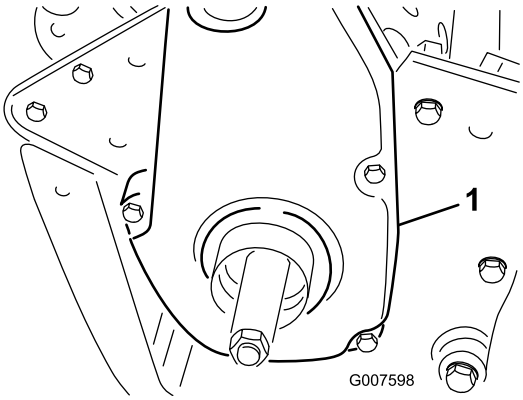

Figur 36
1. Afmonter remskærmens monteringsskruer og remskærmen for at frilægge remmen (Figur 36).